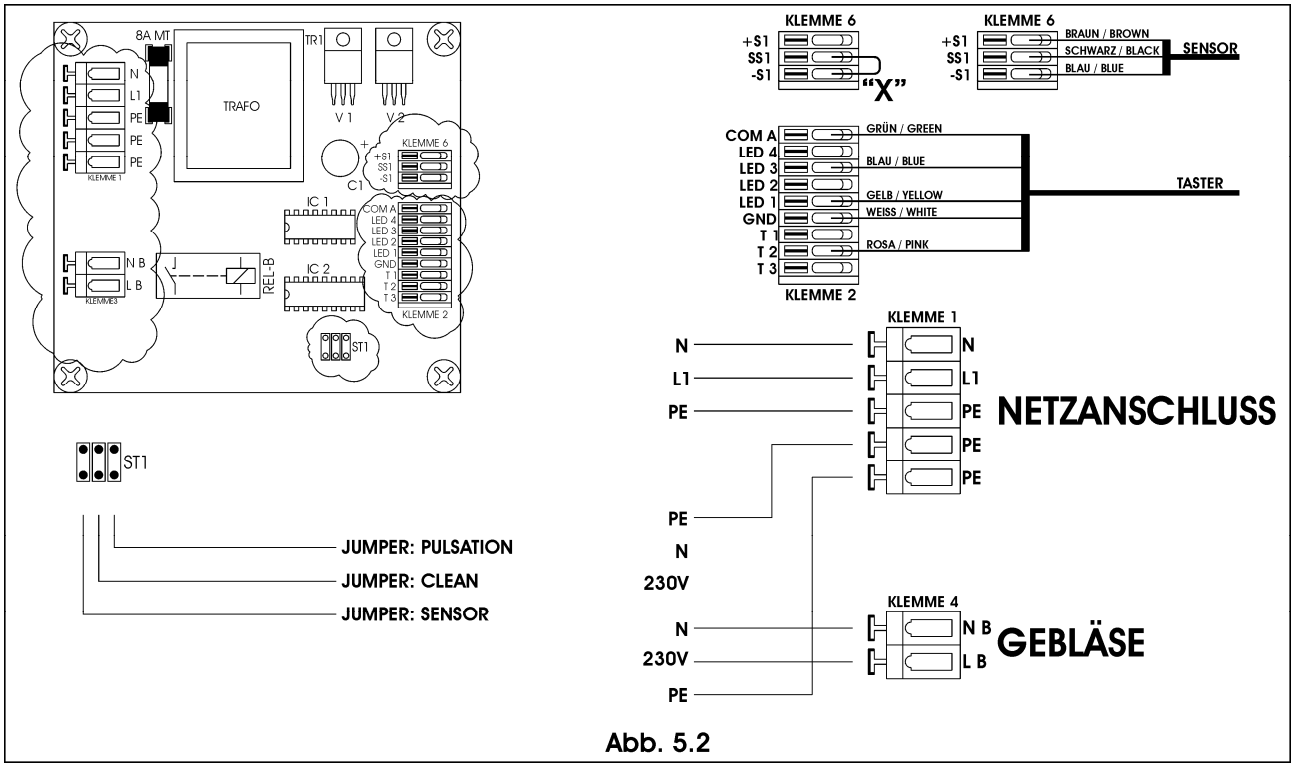

Abb. 5.2
5.1.2 Steuerung S1 - Gebläse (Abb. 5.2)